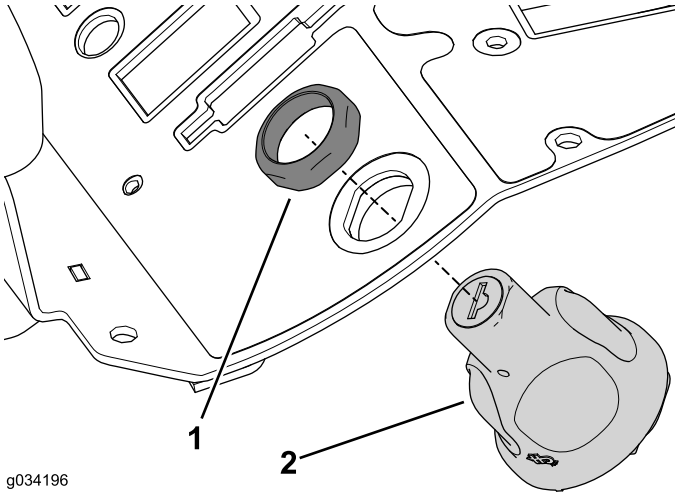

Rysunek 28
3. Używając wcześniej odkręconej nakrętki ustalającej, zamocuj wyłącznik zapłonu do zespołu konsoli (Rysunek 28).